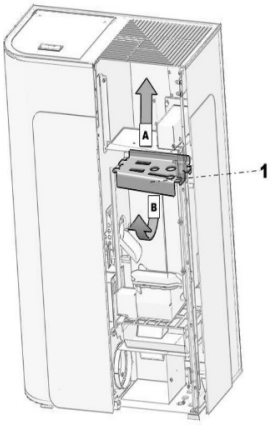

Abb. 2: Demontage der Zugmlenkung
1. Maßbild 2
Durch Anheben die Zugumlenkung (1) aus der Führung aushängen (A). Damit kann die Zugumlenkung entnommen (B) und der obere Bereich der Brennkammer gereinigt werden (siehe Abb. 2).